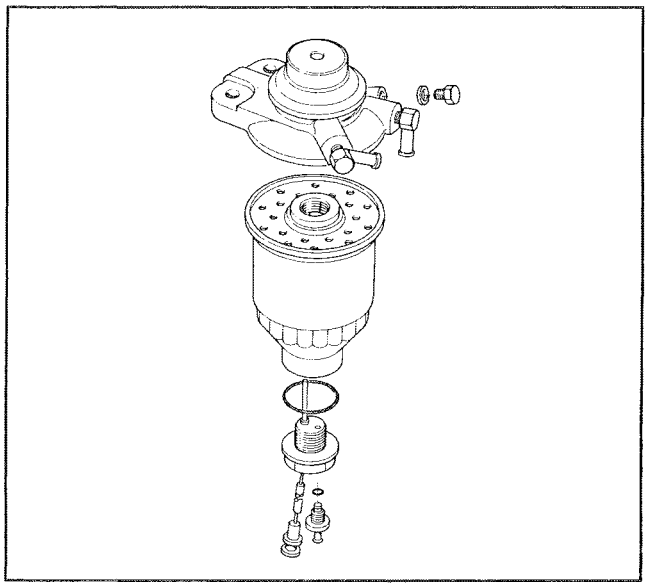

Figure 32
2. Replacing Filter (Fig. 32) – Replace filter if fuel flow is restricted, after every 500 hours of operation, or annually, whichever comes first. To replace, disconnect wire connectors and unscrew drain outlet and O–ring. Unscrew filter and replace with new Toro filter. Install drain plug and O–ring. Push wire connectors together.